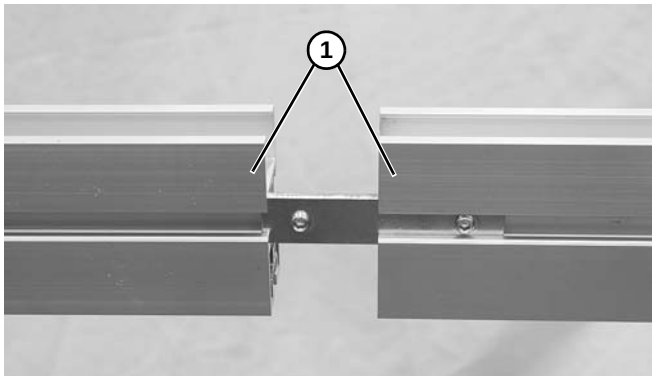

Figure 3
*Be sure all frame sections **(Figure 3, item 1)** are properly supported during assembly.*